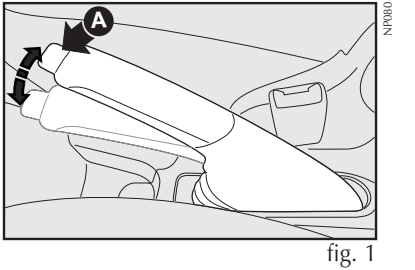

fig. 1
FREIO DE MÃO - fig. 1
1) Levantar levemente a alavanca e apertar o botão de desengate **A-fig. 1**.
2) Manter apertado o botão e abaixar a alavanca. A luz-espia (①) apaga-se.